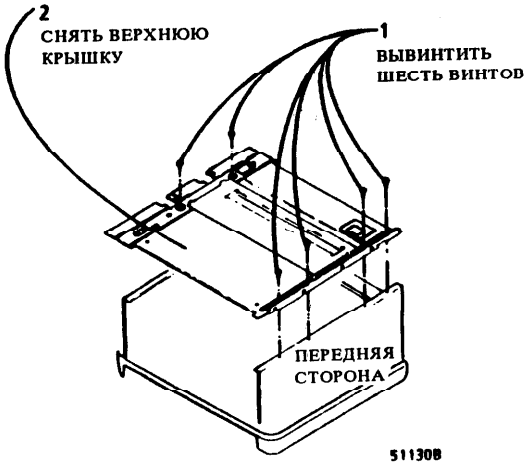

Рис. 1. Снятие верхней крышки
2. (Рис. 1): снять верхнюю крышку.